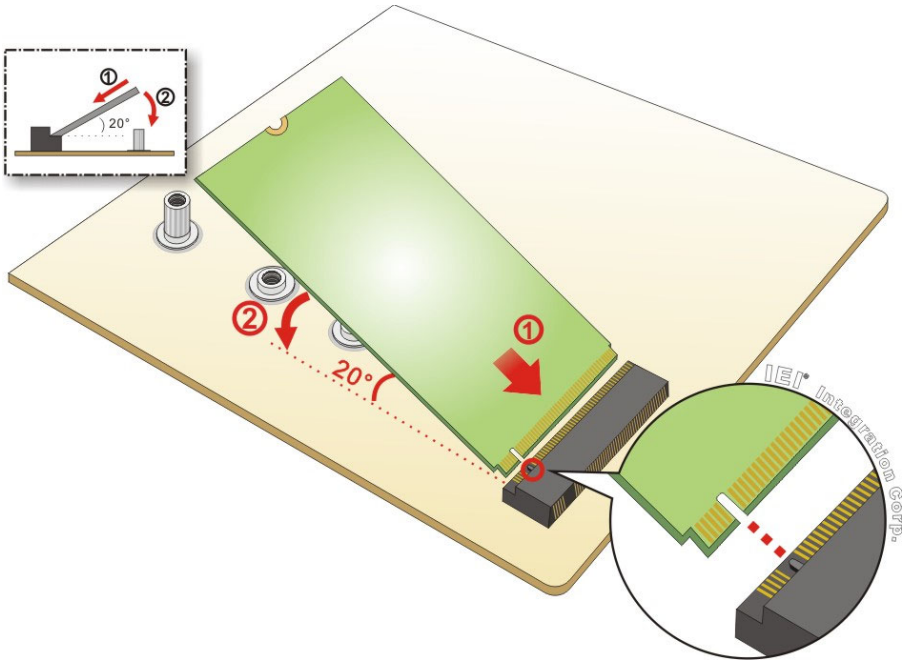

Figure 4-3: Inserting the M.2 Module into the Slot at an Angle
Step 3: Line up the notch on the module with the notch on the slot. Slide the M.2 module into the socket at an angle of about 20º (**Figure 4-3**).